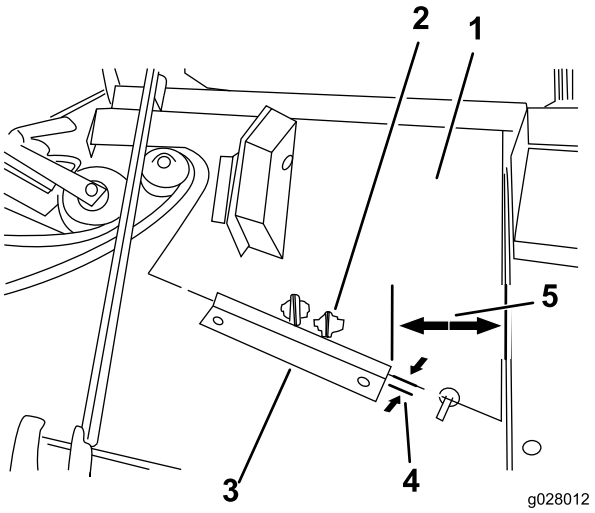

Figura 15
4. Usando as dimensões mostradas na Figura 15, localize a posição de montagem do suporte da mola da plataforma de corte.
Nota: Assegure-se de que monta o contrapeso ao separador apropriado no suporte da mola da unidade de corte (Figura 15).